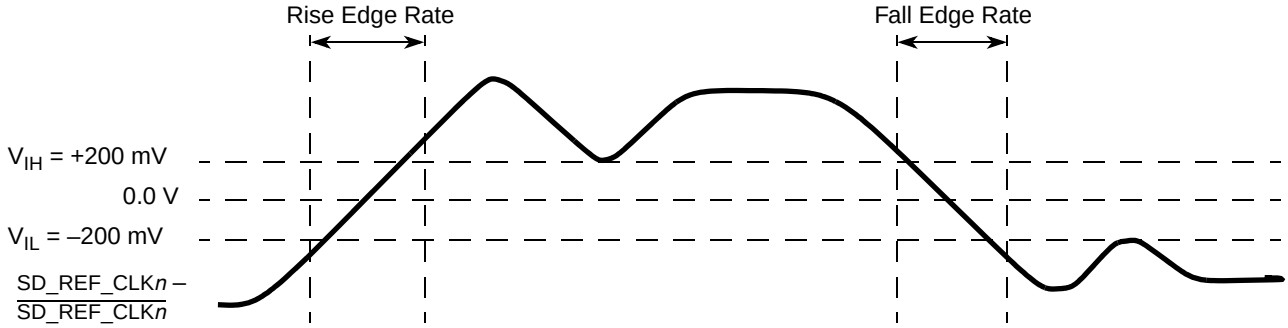

Figure 40. Differential measurement points for rise and fall time
3. Measured from –200 mV to +200 mV on the differential waveform (derived from SD_REF_CLK*n* minus $\overline{\text{SD_REF_CLK}}$*n*). The signal must be monotonic through the measurement region for rise and fall time. The 400 mV measurement window is centered on the differential zero crossing. See Figure 40.